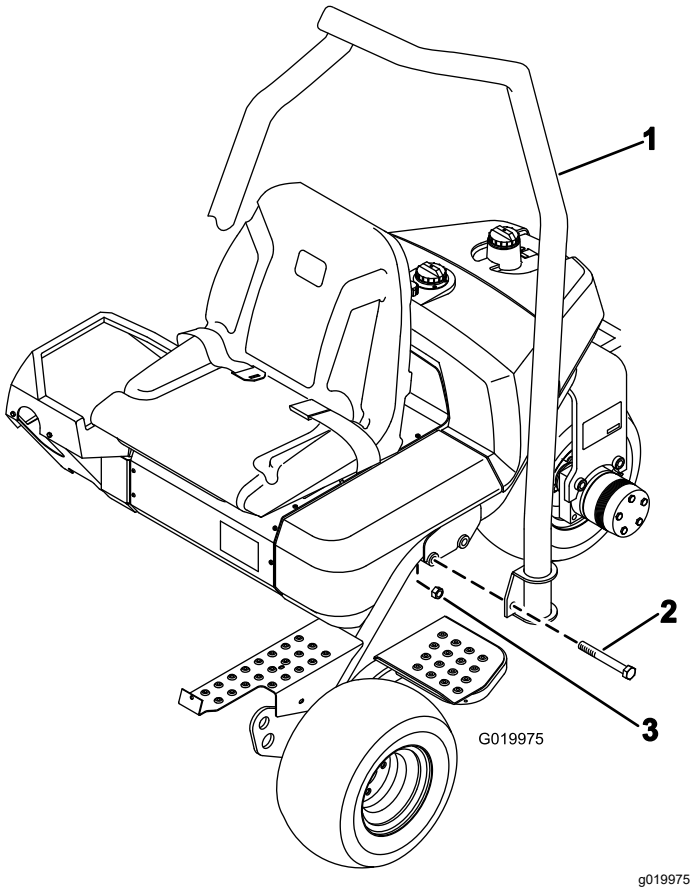

Figure 4
1. Positionnez l'arceau de sécurité de sorte que la partie courbe en haut du tube soit dirigée vers l'avant de la machine (Figure 4).
2. Abaissez l'arceau de sécurité sur le cadre en l'alignant sur les trous de fixation (Figure 4).
3. Fixez chaque côté de l'arceau de sécurité au cadre avec 2 boulons (⅝" x 4½") et contre-écrous, comme montré à la Figure 4.